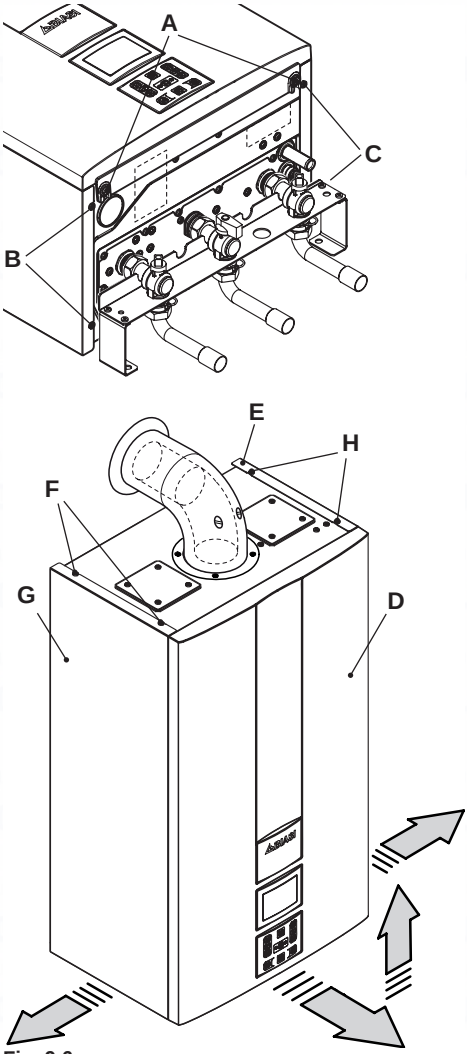

Fig. 9.6
- Unscrew screws A and remove the front panel D by pulling it and pushing it towards the top so that it is freed from the top housings (Fig. 9.6).
Loosen screws "B - F" and "C - H" in Fig. 9.6 and remove the two side panels E and G by pulling towards the outside.
- Lock in place the panel D with the appropriate screws A (Fig. 9.6.